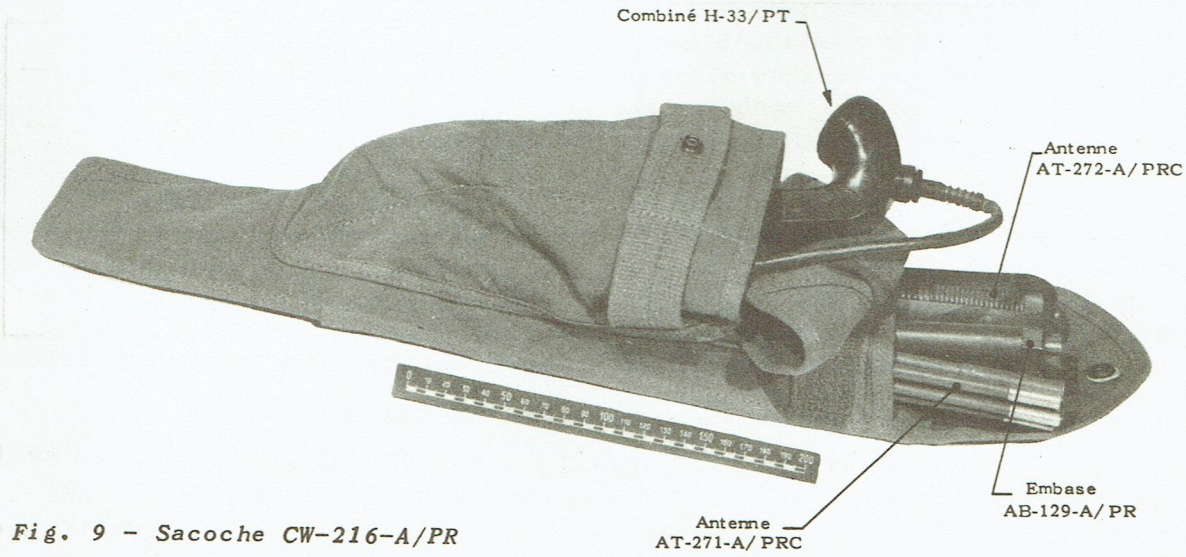

Fig. 9 - Sacoche CW-216-A/PR et accessoires.
f) Sacoche CW-216/PR ou CW-216A/PR (figure 9).